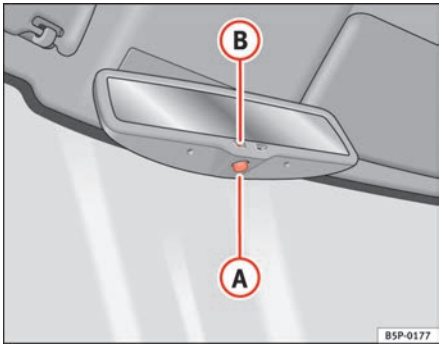

Fig. 89 Automatic anti-dazzle interior mirror.
– Press button (A) ⇒ fig. 89. Warning lamp (B) goes out:
– Press button (A) ⇒ fig. 89. Warning lamp is lit.